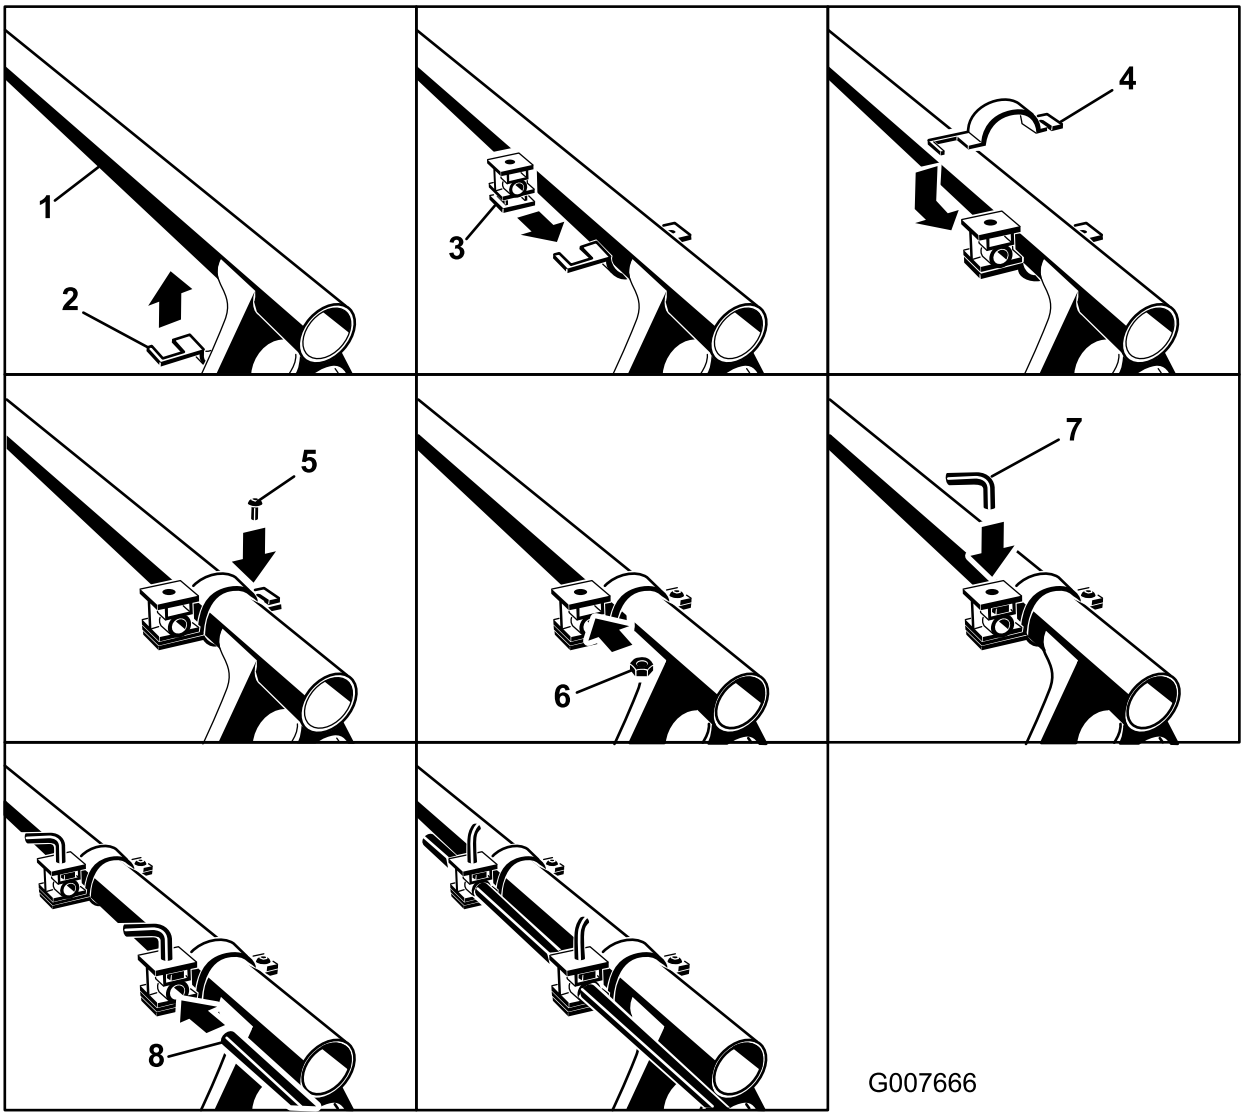

图13
2. 找出泡沫喷嘴安装支架和垫片。将第一个支架安装在距上喷洒臂撑杆末端 76.2～101.6㎜ 的位置。如（图13）所示安装支架和垫片。